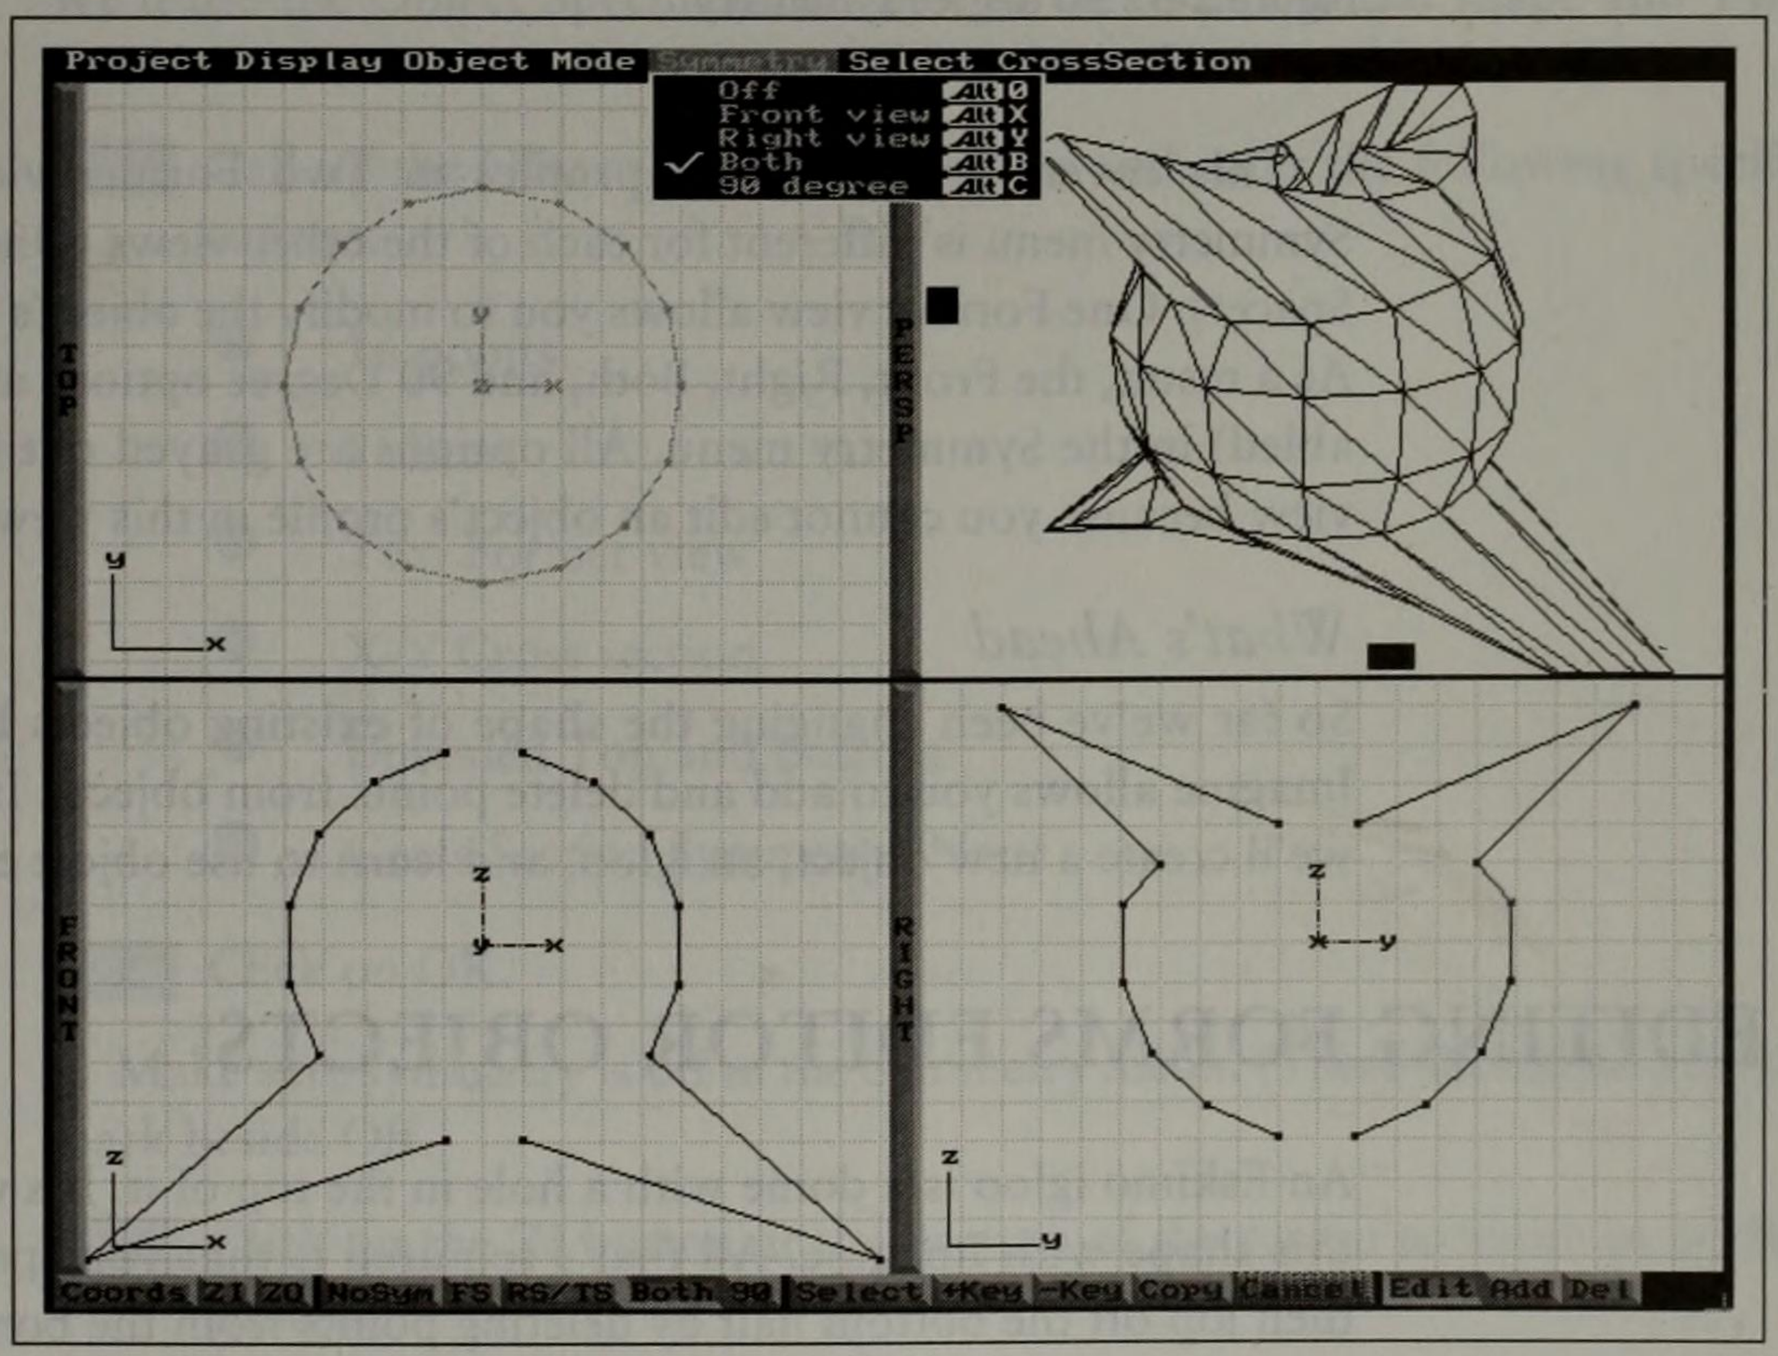

Figure 2-31
- **Both**: Front and Right views are symmetrical, but not with each other (shown in Figure 2-31).